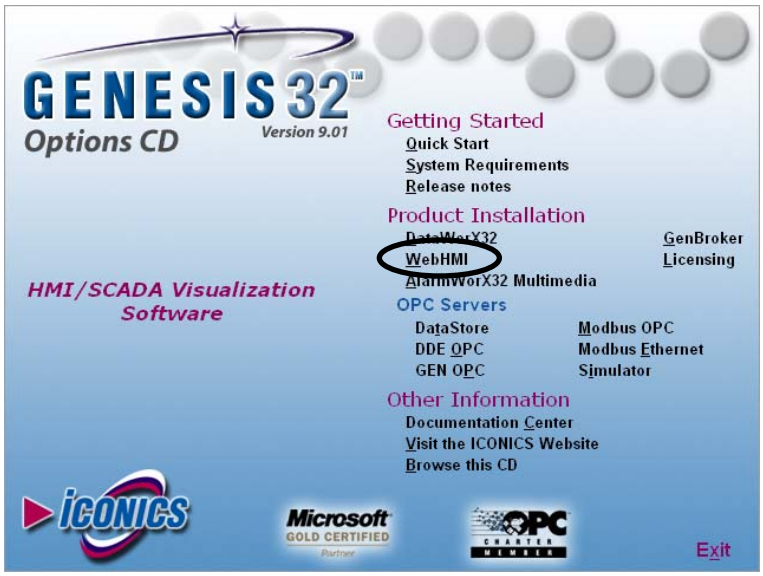

Figure 2.11: Software Installation Menu
7. WebHMI is installed from the ICONICS Options CD. Select WebHMI from the software installation menu, as shown in **Figure 2.11.**